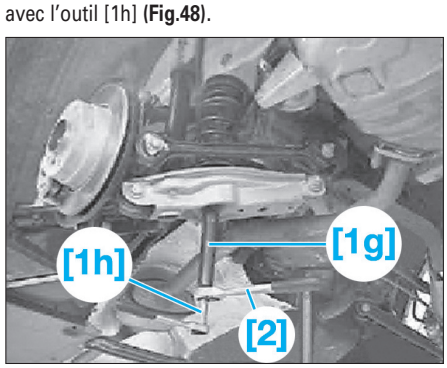

Fig. 48
• Contraindre le ressort hélicoïdal avec l'outil [1g] et [2], en maintenant la broche du tendeur de ressort avec l'outil [1h] **(Fig.48)**.